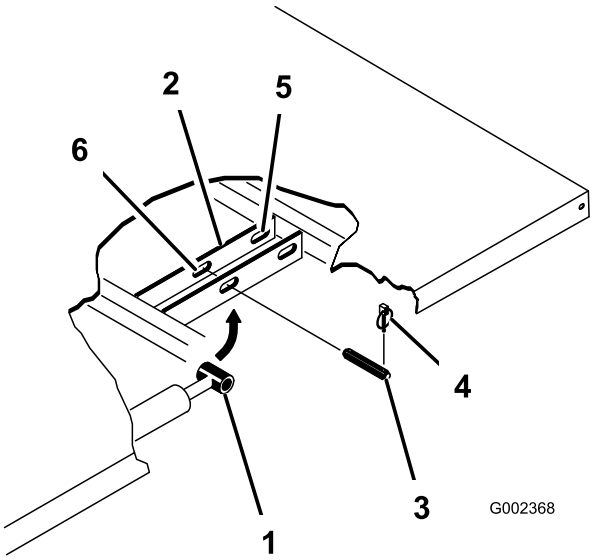

Figur 32
3. Ta bort hjulsprintarna från de yttre ändarna av cylinderstavens sprintbultar (Figur 32).
4. Ta bort sprintbultarna som håller fast cylinderstavsändarna vid flakets fästplattor genom att trycka bultarna inåt (Figur 32).
5. Ta bort hjulsprintarna och sprintbultarna som håller fast tappfästena vid ramens kanaler (Figur 32)